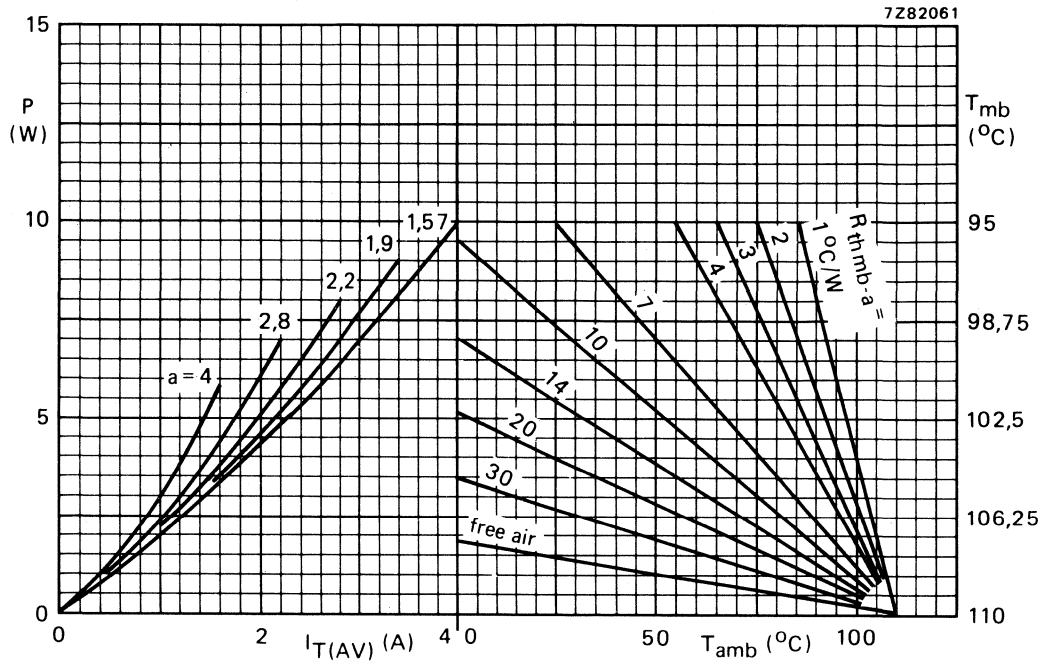

Fig. 5 The right-hand part shows the interrelationship between the power (derived from the left-hand part) and the maximum permissible temperatures.
b. The method of using Fig.5 is as follows: